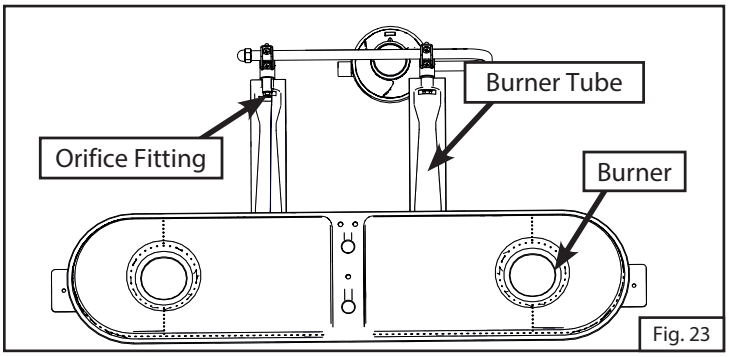

Fig. 23
1. Proper location of the burner with respect to the orifice is important. To verify the proper installation of the burner tube, use a screwdriver to remove the control panel. The burner tube must be located over the orifice fitting. See Fig. 23 (control panel not shown).